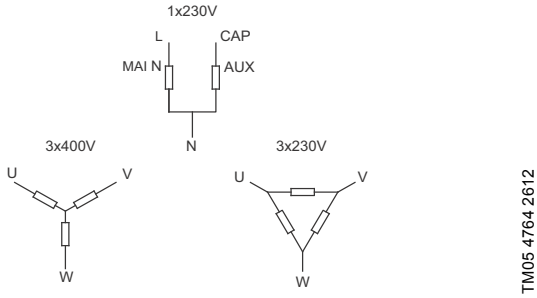

Рис. 24 Пример обмоток
- Сведения о точках измерения см. на рис. 24. Проведите замеры на стороне двигателя. Сведения об измеряемых значениях см. в таблице ниже.